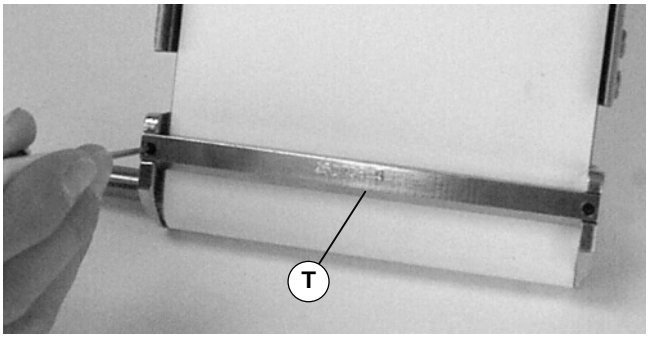

Abbildung 17
1. Bei einem Flachbandförderer den/die unteren Abstreifer entfernen und zur Seite legen (T siehe Abbildung 17).
3. Bei einem Flachbandförderer den/die unteren Abstreifer installieren (T siehe Abbildung 17). Die Madenschrauben im Rahmen zentrieren und mit 3,7 Nm festziehen.
4. Die Klemmplattenschrauben (R) mit 10,4 Nm festziehen.
5. Bei einem Flachbandförderer den/die unteren Abstreifer installieren (T siehe Abbildung 17). Die Madenschrauben im Rahmen zentrieren und mit 3,7 Nm festziehen.